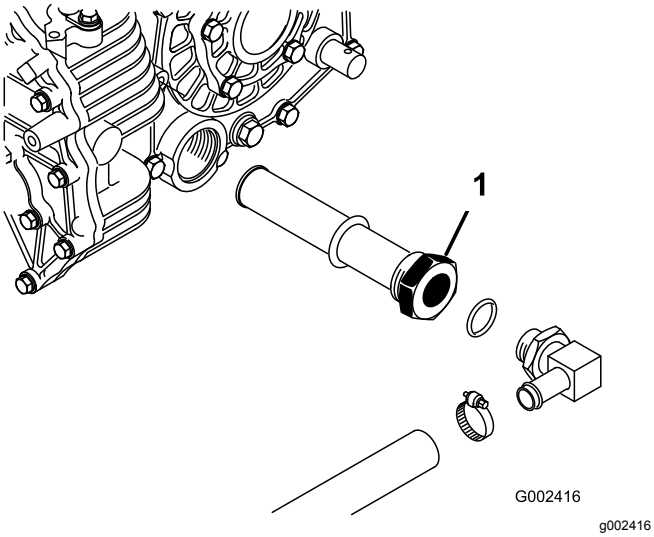

Figur 70
5. Læg mærke til hydraulikslangens retning og 90-grader-beslaget, som er tilsluttet filteret på siden af beholderen (Figur 70).